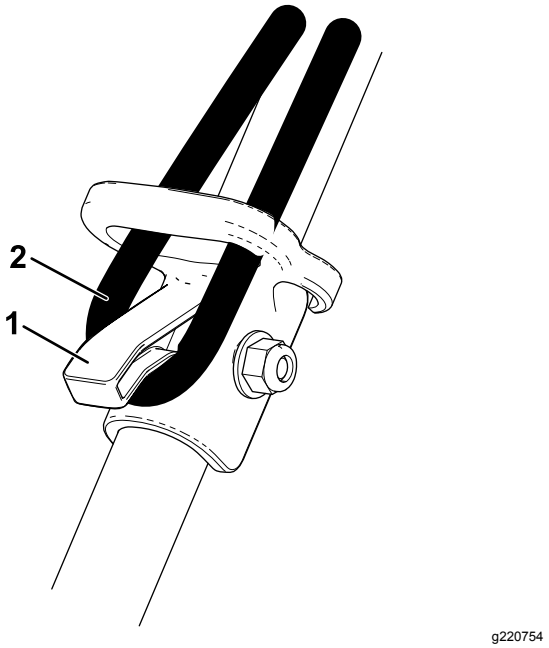

**Figure 9**
**Note:** To prevent the extension cord from disconnecting during operation, use the cord lock on the upper handle before you connect it to the machine (Figure 9).